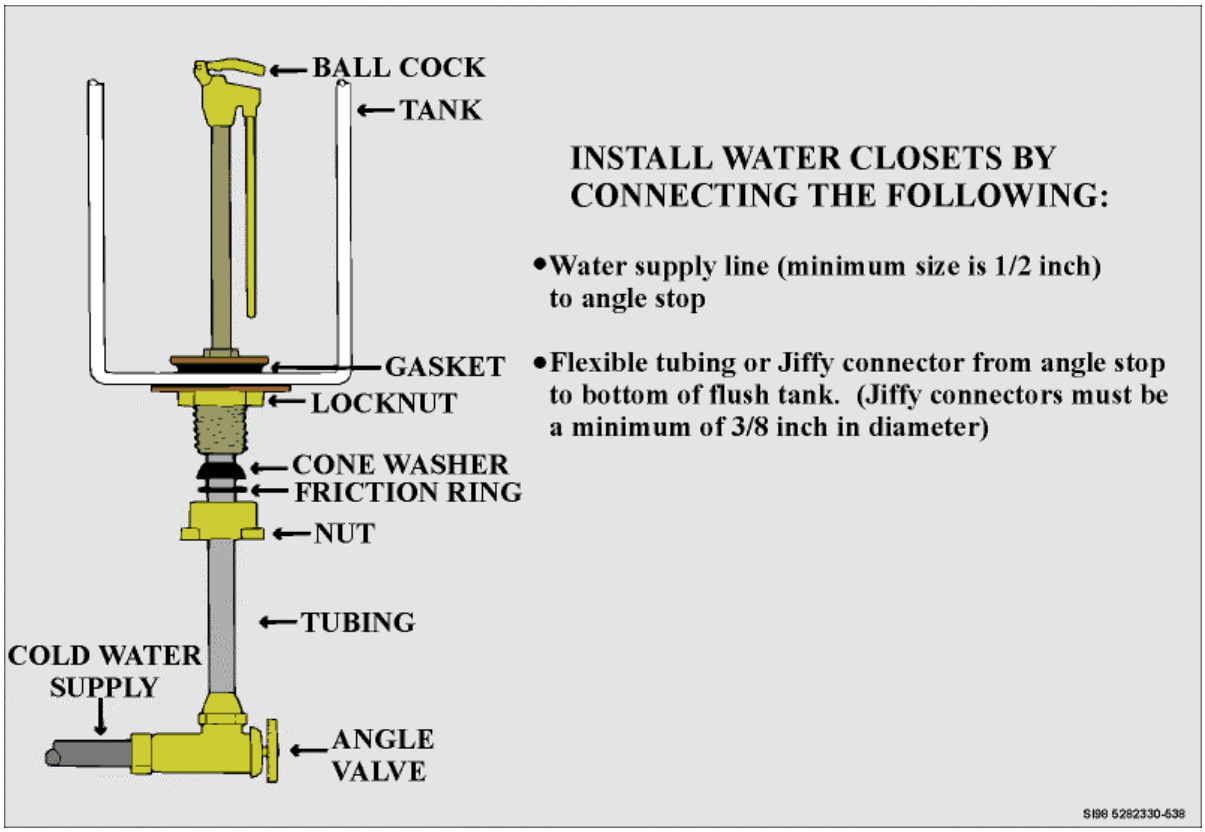

**Figure 2. Ball Cock Assembly**
**2. Repair Of Water Closet Components.** (See Figure 2.)